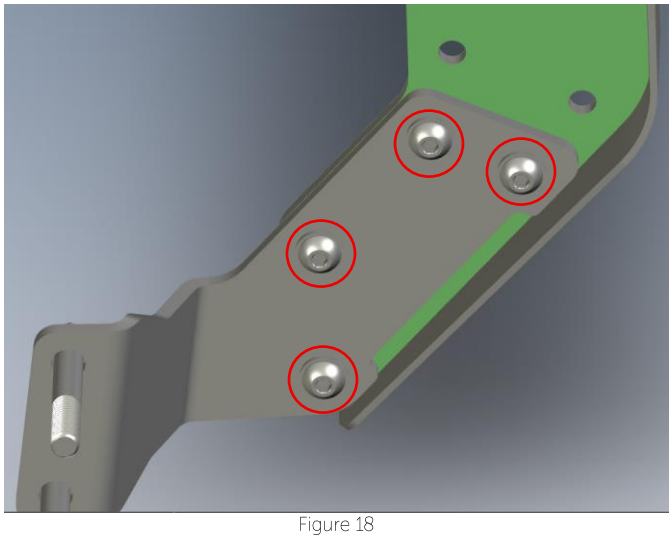

Figure 18
5. Loosely install AEV Lower Weldment utilizing M8 button head screw (6mm hex), M8 washer, and M8 nut provided. See Fig. 18 (CAUTION AROUND BUMPER)